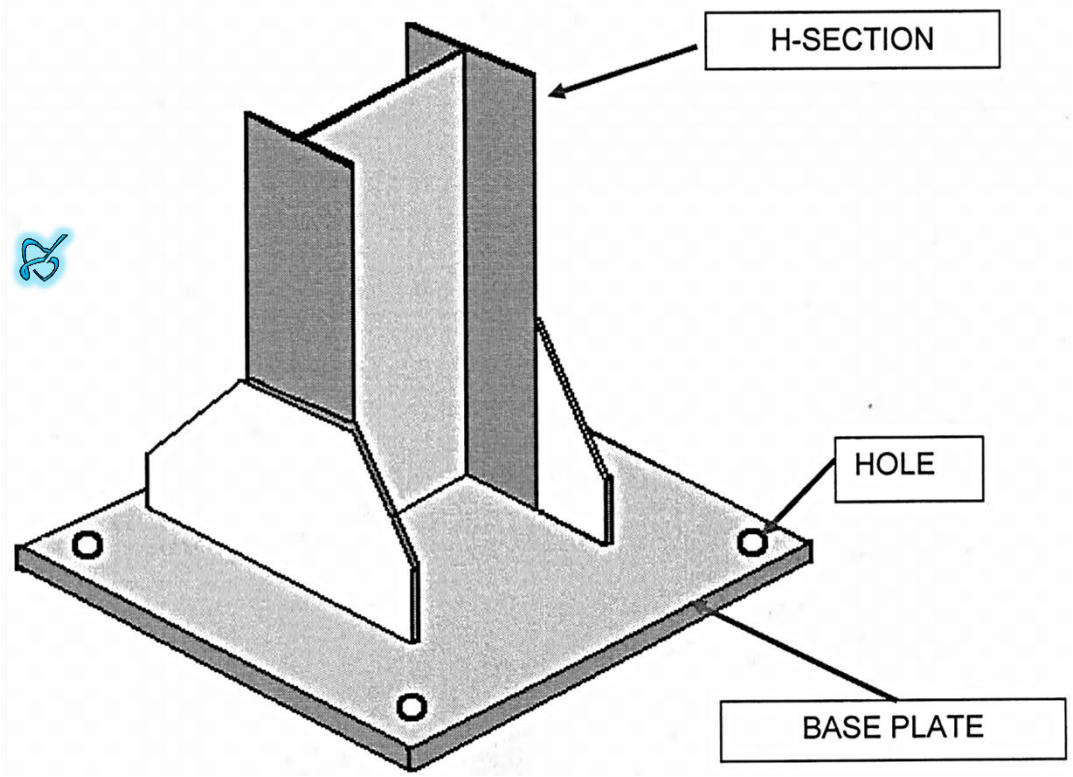

FIGURE 2
2.2 A simple column base is shown in FIGURE 2.